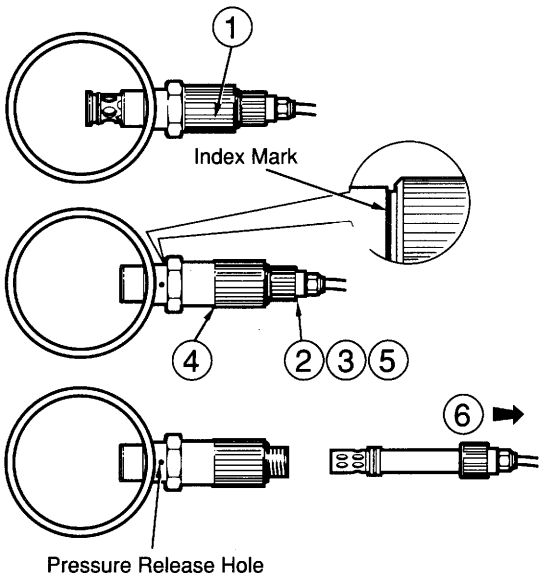

Fig. A2 Removing a Withdrawable Conductivity Cell
12.1.2 Removing a Withdrawable Conductivity Cell – Fig. A2
① Close the valve by turning the valve adjusting sleeve fully anti-clockwise, until tight. When the valve is fully closed the index mark will be visible.
② Slowly unscrew the knurled cell retaining nut in an anti-clockwise direction, until the pipeline pressure is released.